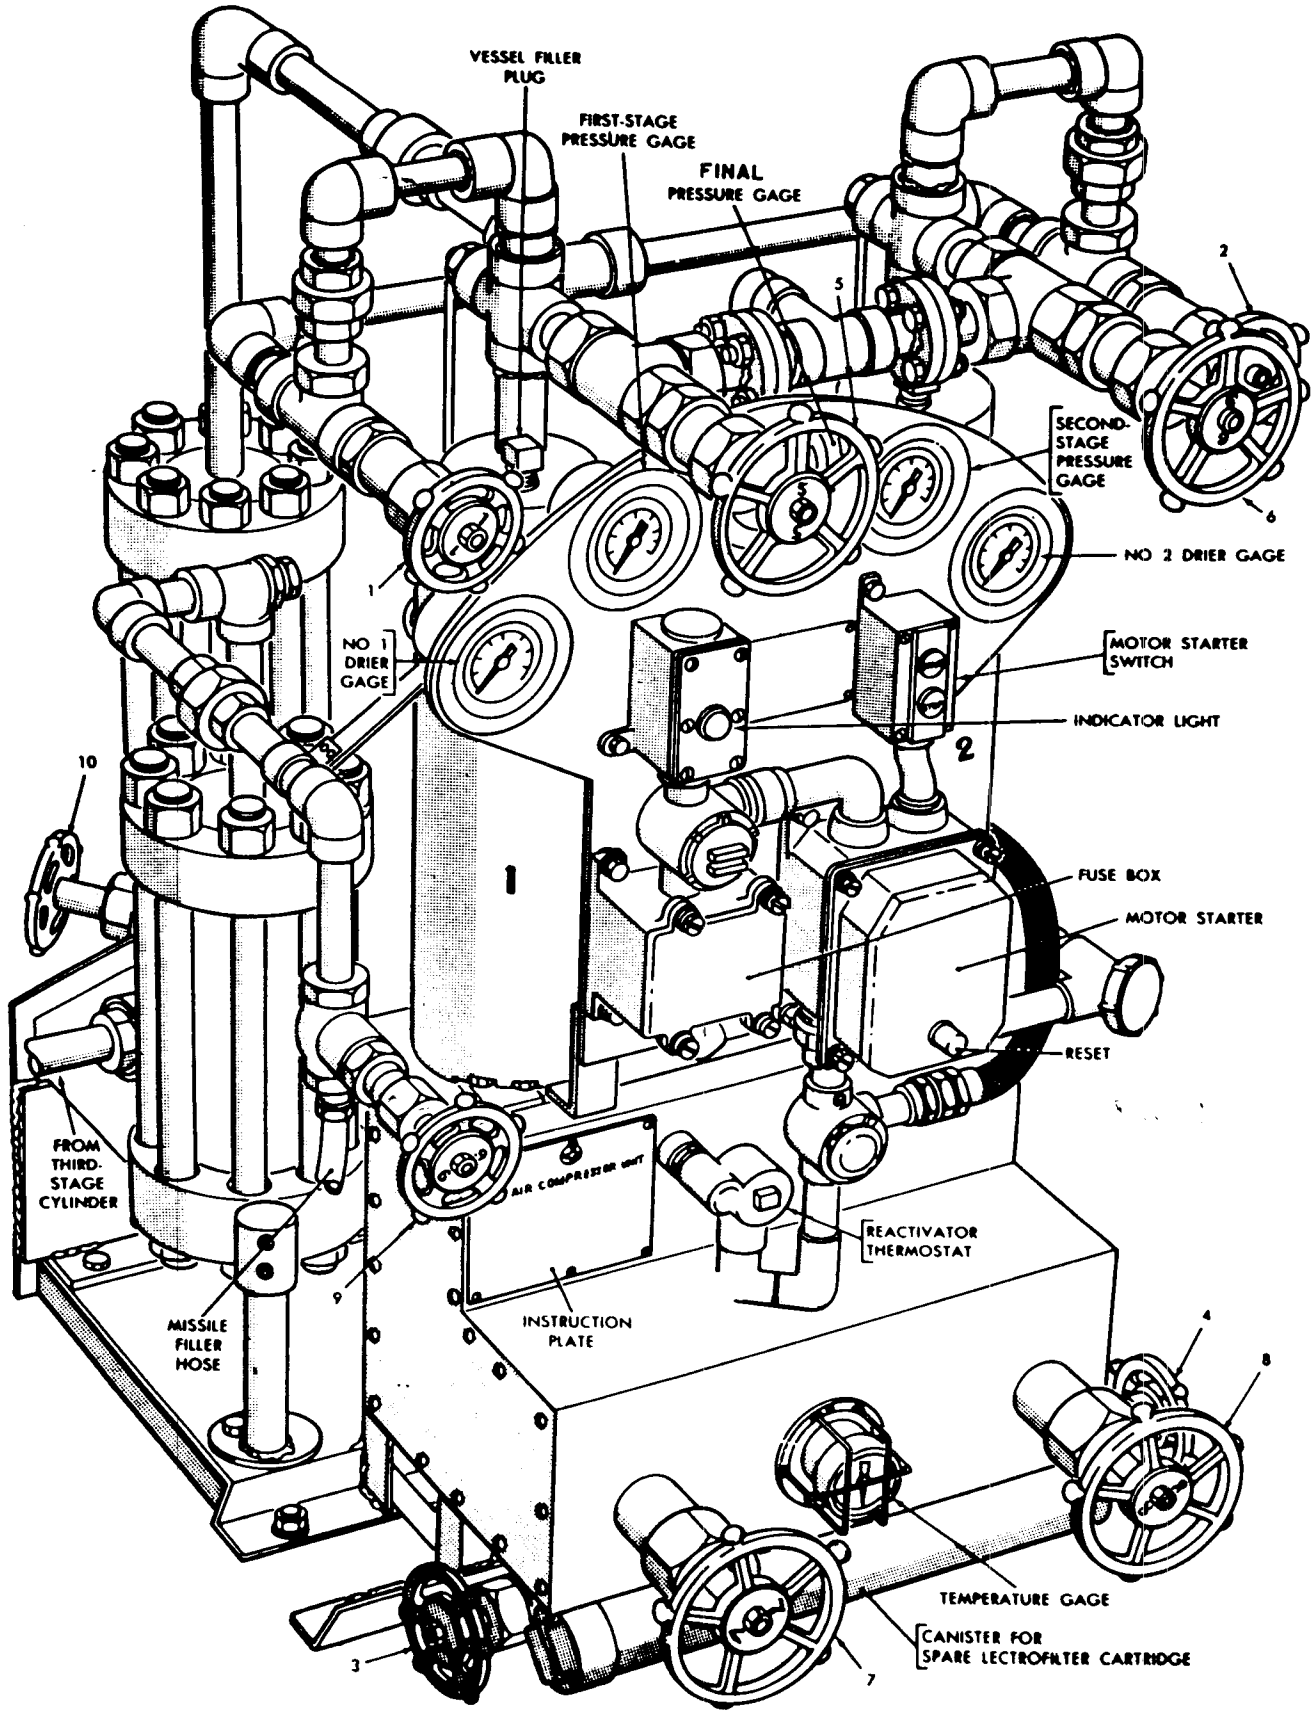

*Figure 163. Compressor controls.*
(3) *Starting the compressor* (fig. 163).
No. 10 valve at the bottom of the prefilter (fig. 163).